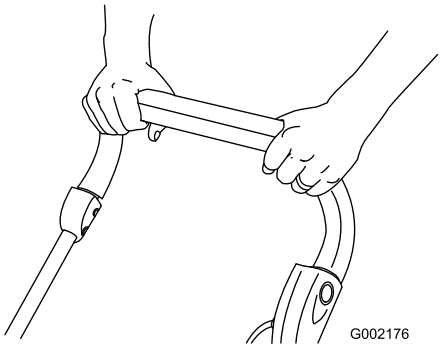

Figur 17
5. Håll styrstången mot handtaget och släpp upp knappen (Figur 17).